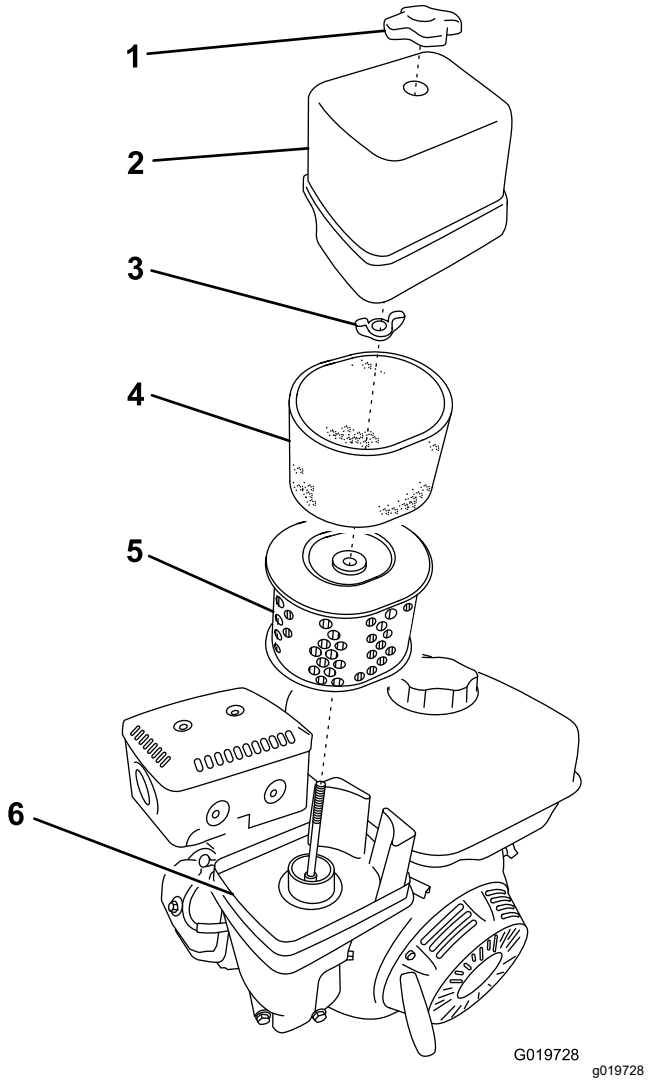

Figure 22
3. Retirez l'écrou de fixation du couvercle (Figure 22).
5. Déposez les éléments en mousse et papier de la base (Figure 22).
6. Retirez l'élément en mousse de l'élément en papier (Figure 22).